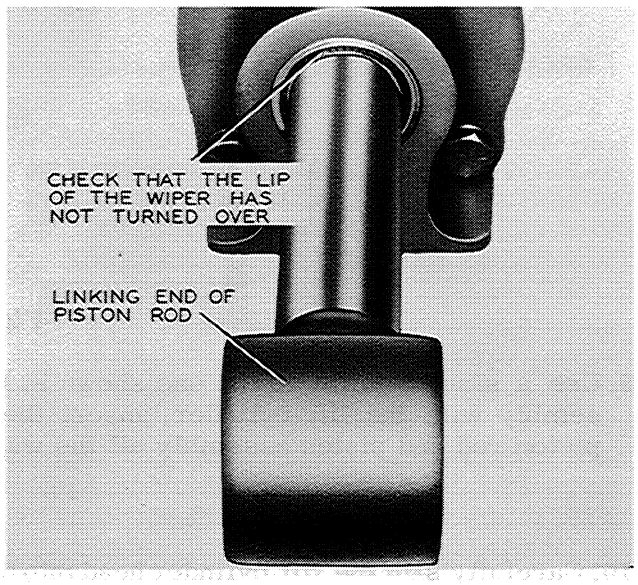

Figure A-25
3. Coat the thimble with vaseline and slide the lift cylinder head to the link-end of the piston rod. Inspect the lip of the wiper to be sure it has not been turned over during installation of the piston rod, Figure A-25.